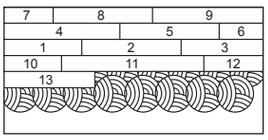

Figure 10d
- Assurez-vous de ne pas étaler l'adhésif trop en avant de votre zone de travail (figure 10d).